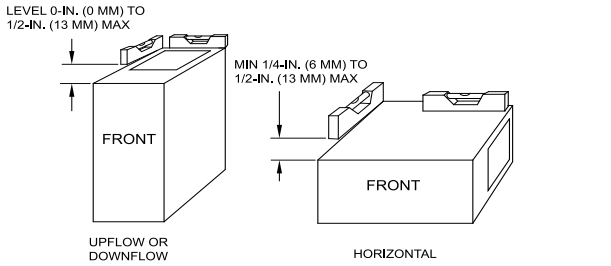

**Fig. 19 – Furnace Pitch Requirements**
**NOTE:** The furnace must be pitched as shown in Fig. 19 for proper condensate drainage.
**NOTE:** The furnace must be pitched forward as shown in Fig. 19 for proper condensate drainage.